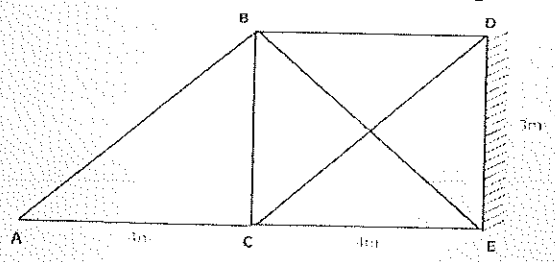

Fig. 3
6. The frame shown in **Fig.3** is supported from a rigid wall at D and E. All members have the same cross sectional area of 1060mm^2. If there is a rise of temperature of member BC by 32°C, determine the resulting forces in the members. Co-efficient of expansion, α=0.000012 per degree centigrade E=2.08×10^{5}N/mm^2. **14**